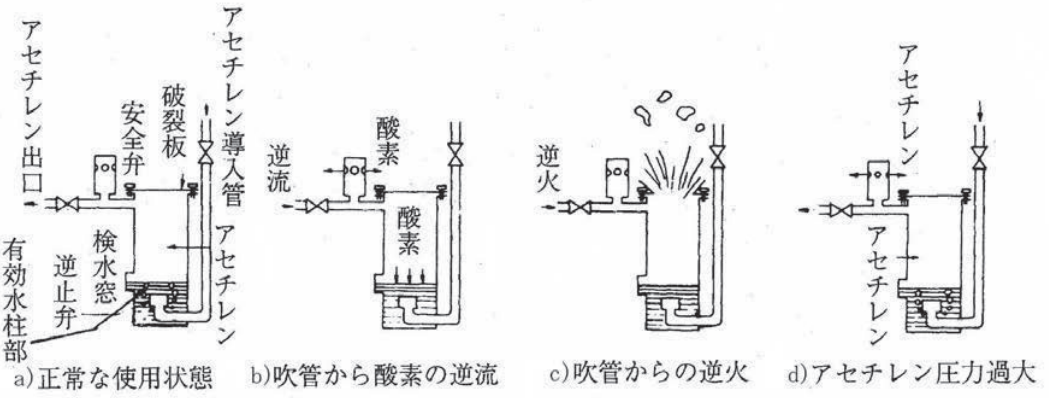

図 3.27 水封式安全器の作動（燃料ガスがアセチレンの場合）[22)]
2) 水封式安全器の作動は次のとおりである（図 3.27)。